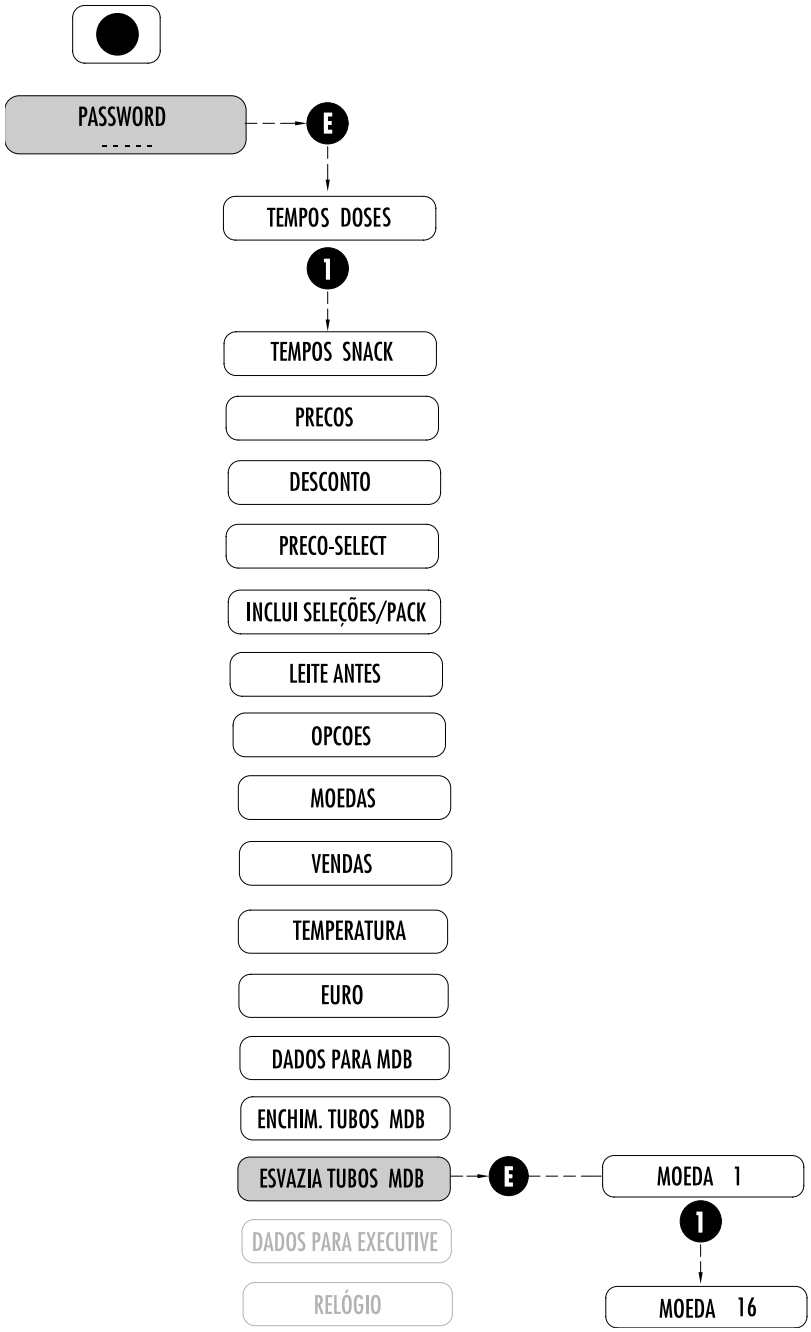

Fig. 7.18
7.2.15 ESVAZIA TUBOS MDB (Fig. 7.18)